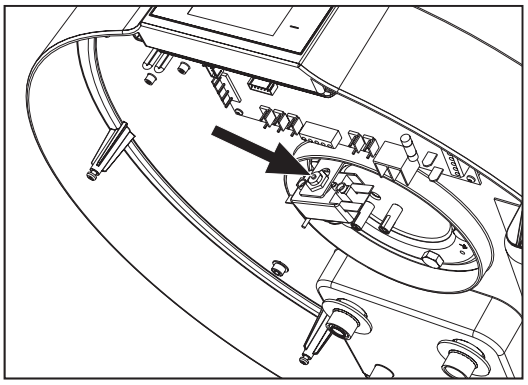

fig. 66 - Restabelecimento do termóstato de segurança
- Restabeleça manualmente o termostato de segurança disparado (fig. 66). Em caso de intervenção, o perno central do termóstato sobressai em cerca de 2 mm.